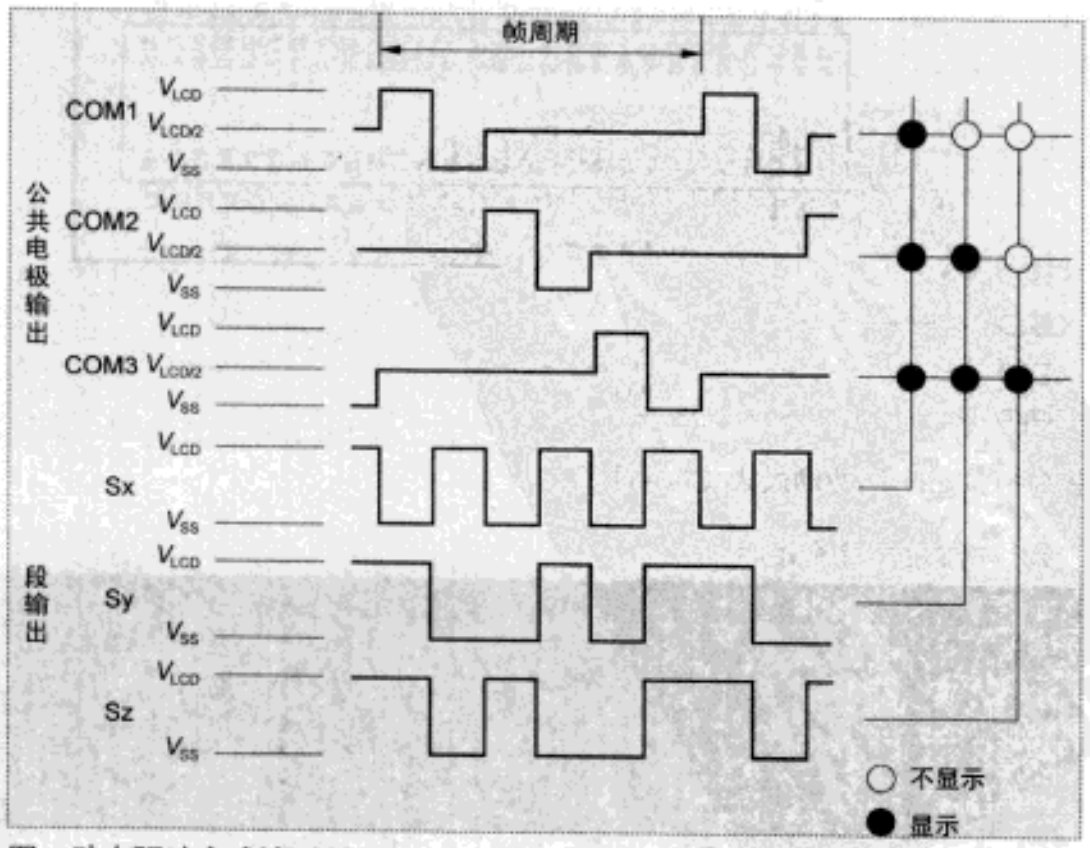

图6 动态驱动方式波形图
2. 在动态驱动方式下，依次对所有公共电极扫描，未扫描的公共电极电平为$V_{LCD}/2$，每个公共电极扫描时要显示的段与扫描方波反相，不显示的则同相。动态驱动（3个公共电极）方式波形图见图6。